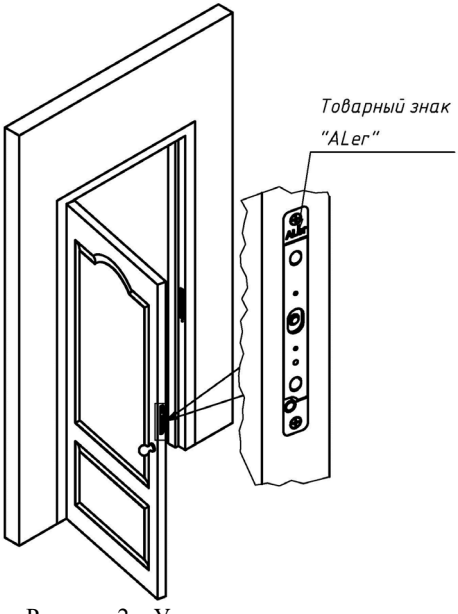
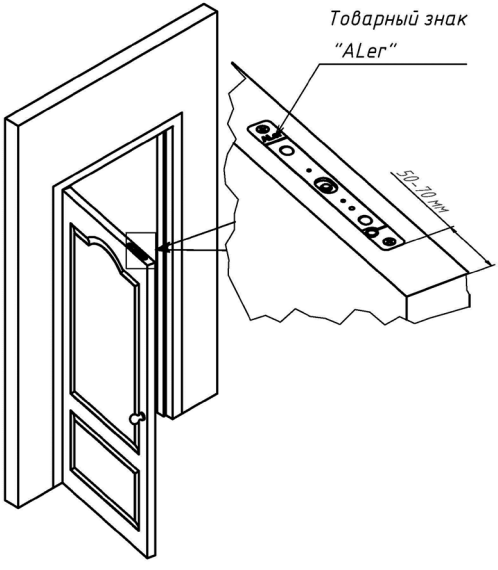

Рисунок 2 – Установка замка в вертикальном варианте
Рисунок 3 – Установка замка в горизонтальном варианте
6.1 Корпусная часть замка AL-250SM монтируется в дверную коробку, якорная часть - в дверное полотно. Замок в вертикальном варианте установки монтируется в среднюю часть двери (рисунок 2), замок горизонтального варианта устанавливается в верхней части двери (рисунок 3). Габаритные размеры якорной и корпусной частей замка приведены на рисунках 5 и 6.
6.2 В состоянии поставки замок предназначен для монтажа в горизонтальном положении в верхней части двери (рисунок 3).
Якорная часть при вертикальной установке замка должна быть сориентирована в гнезде по установочной метке в виде товарного знака «ALer» направлением вверх (рисунок 2), для горизонтального варианта установки знак «ALer» на якорной части должен ориентироваться в сторону оси поворота двери (рисунок 3).